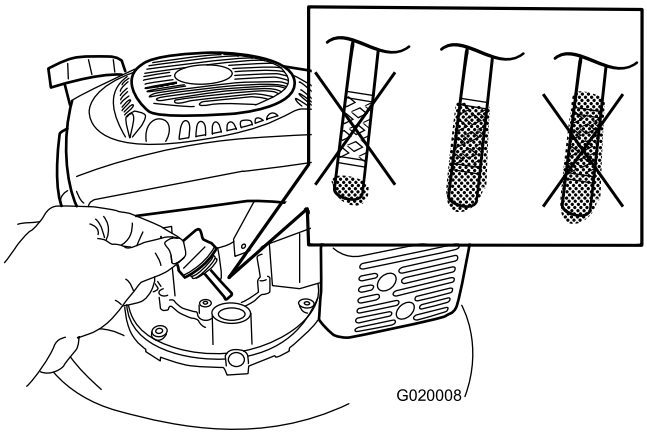

Bild 22
7. Füllen Sie das Öl **langsam** in den Einfüllstutzen ein, um den Ölstand auf die Voll-Markierung am Peilstab anzuheben (Bild 22). **Füllen Sie nicht zu viel ein.** (Max. Füllstand: 0,59 l der Ölsorte: Waschaktives 10W-30 oder SAE 30 Öl mit der Klassifizierung SJ oder höher durch das American Petroleum Institute (API).